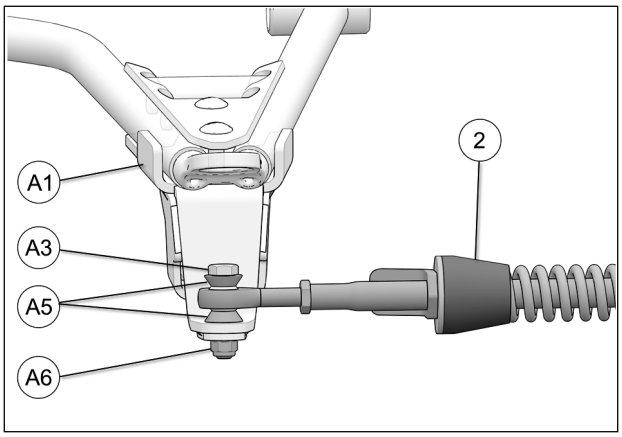

Fig. 17
8. Attach the stabilizing rod (**2**) to the anchor bracket (**A1**), using the two taper spacers (**A5**), the M10x55mm bolt (**A3**), and nut (**A6**). Torque to 70 N•m [52 lb•ft]. Refer to Fig. 17